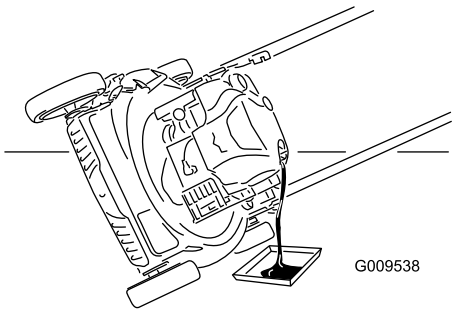

Figura 27
3. Coloque el cortacésped de lado con el filtro de aire hacia arriba para drenar el aceite usado a través del tubo de llenado de aceite (Figura 27).
4. Vierta **lentamente** aceite en el tubo de llenado hasta que el nivel llegue a la marca **"Full"** (lleno) de la varilla (Figura 27). Después de añadir aceite, espere 3 minutos antes de comprobar el nivel de aceite con la varilla. **No llene demasiado.** (Capacidad máxima: 0,59 l (20 onzas), tipo: SAE 30, aceite detergente con clasificación de servicio API SF, SG, SH, SJ, SL o superior.)